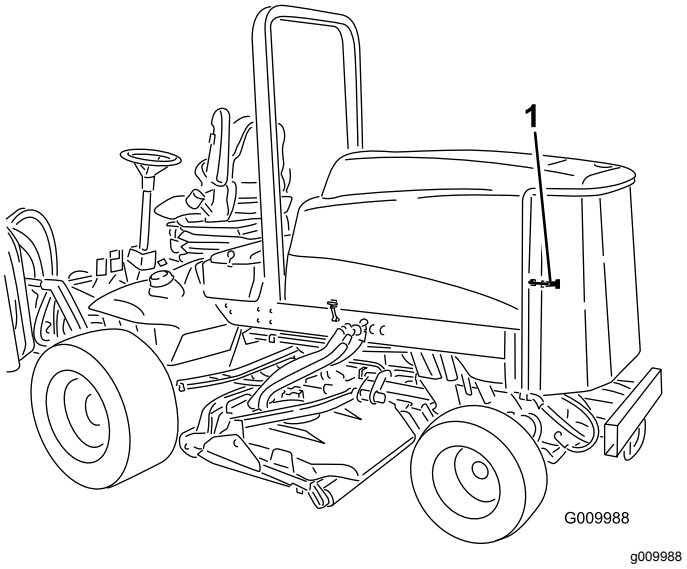

**Figur 72**
1. Frigör och sväng upp bakpanelen (Figur 72).